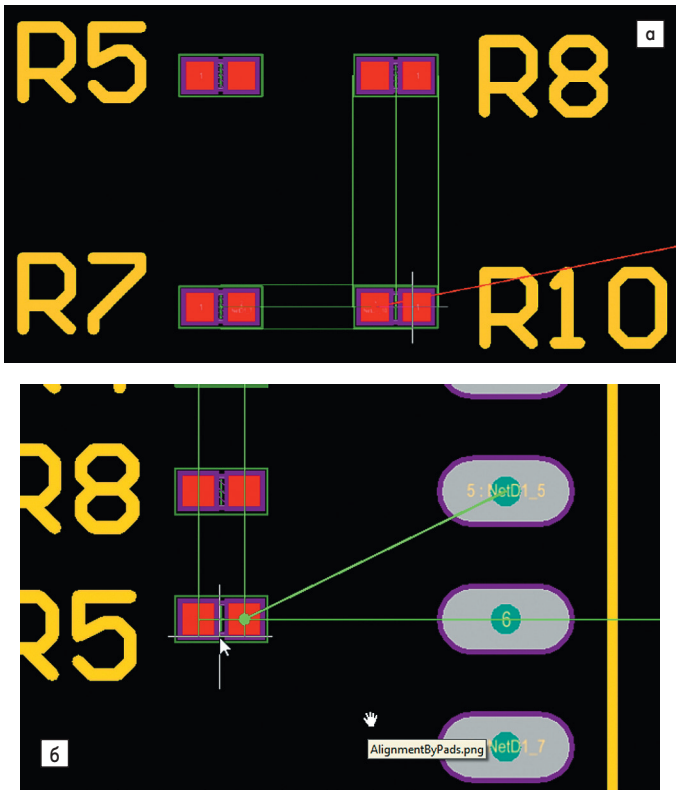

Рис. 10. Режимы динамического выравнивания компонентов:
- Нажатие и удержание клавиши **Ctrl** во время размещения компонентов позволяет просмотреть возможные варианты выравнивания относительно границ соседних компонентов (рис. 10а).
- Нажатие и удержание клавиши **Shift** во время размещения компонентов позволяет просмотреть возможные варианты выравнивания по контактным площадкам соседних компонентов (рис. 10б).